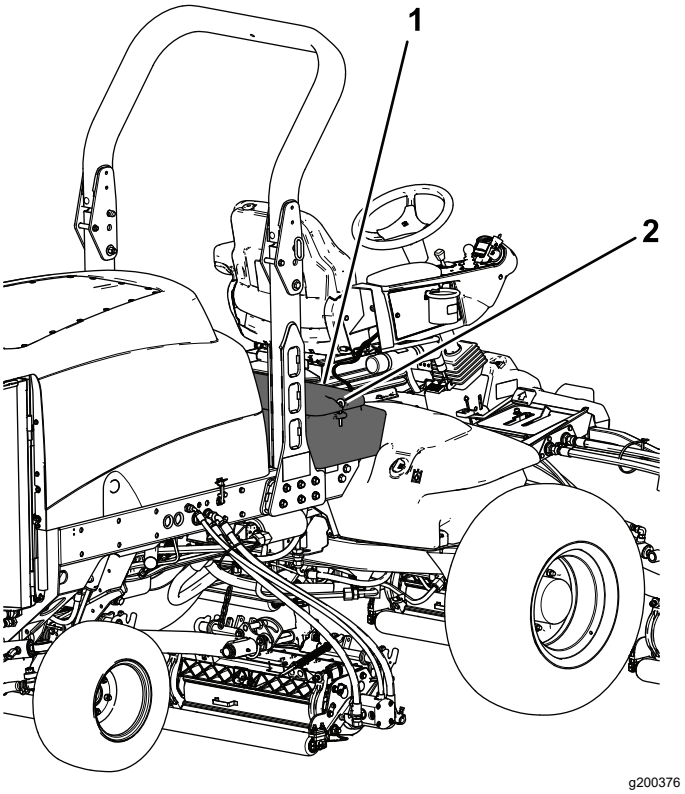

Figura 94
2. Desbloqueie e eleve o painel da consola do operador (Figura 94).